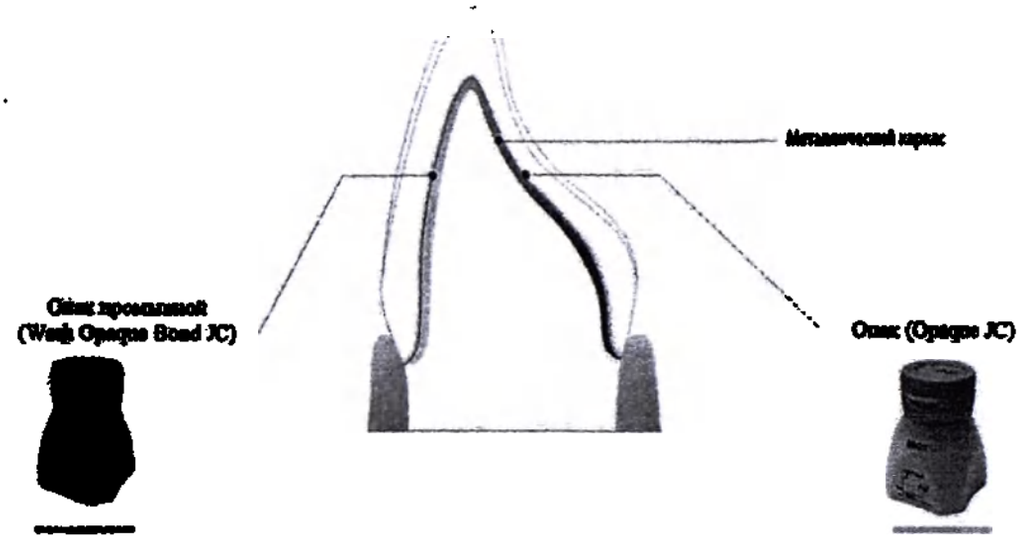

Рисунок 5 – Покрытие металлического каркаса опаковыми массами
4.1.1. Опаковый слой (непрозрачная керамика) (рисунок 5)